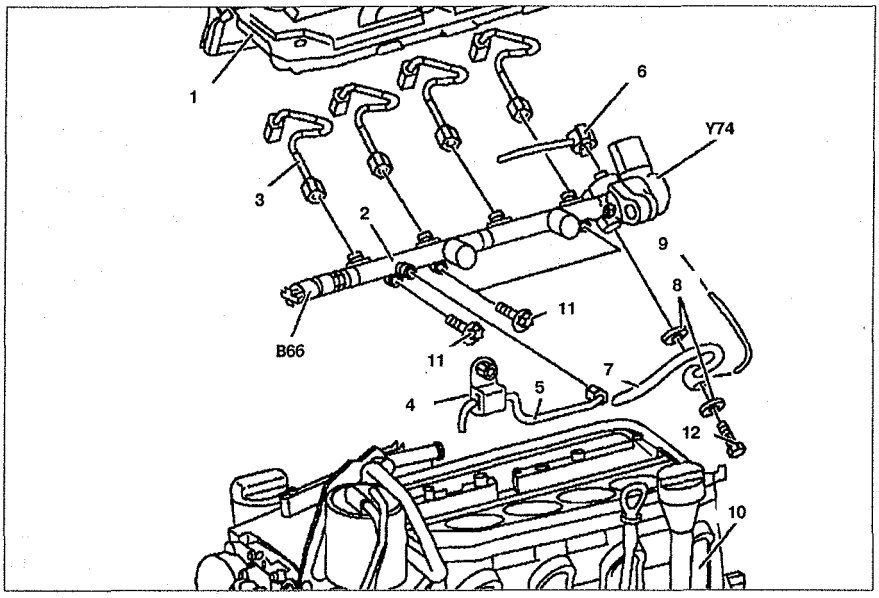

Рис. 5.64. Распределитель топлива:
3. Снимите декоративную панель крышки головки блока цилиндров **1** (см.рис.5.64).